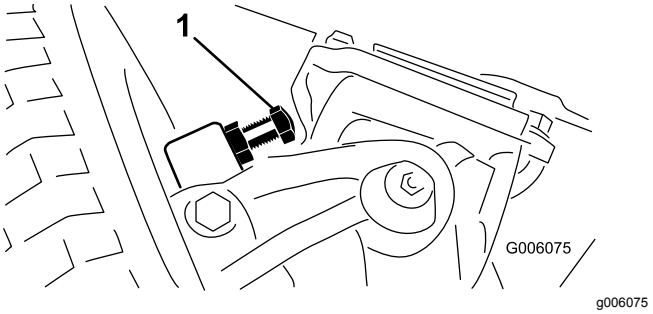

**Figur 67**
1. Skru boltene ind eller ud, indtil frigangen på 0,23 cm opnås. Se Figur 67.